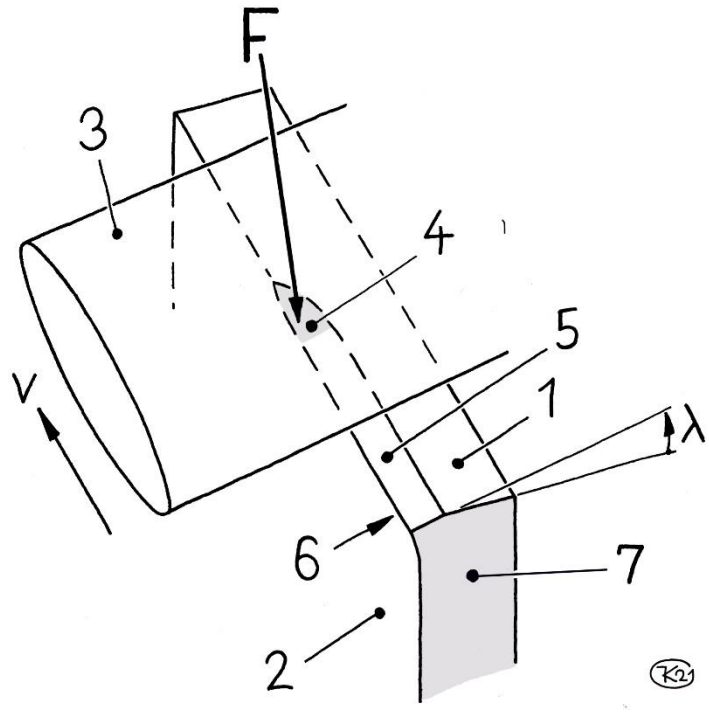

**Figure 5: Forming the cutting burr**
For my part, I learned about 60 years ago from a book how to form the cutting burr with a round burnisher just on the edge face (as shown in **Figure 5**). I have stuck to this principle of operation, but improved and standardized it over the years. The sharpening effort is fairly low and the performance characteristics of card scrapers sharpened this way have been confirmed. Therefore I recommend and continue with:
**Center:** (perspective similar to **Figure 5**): Same here: clearly a 90° cutting edge, nothing more.